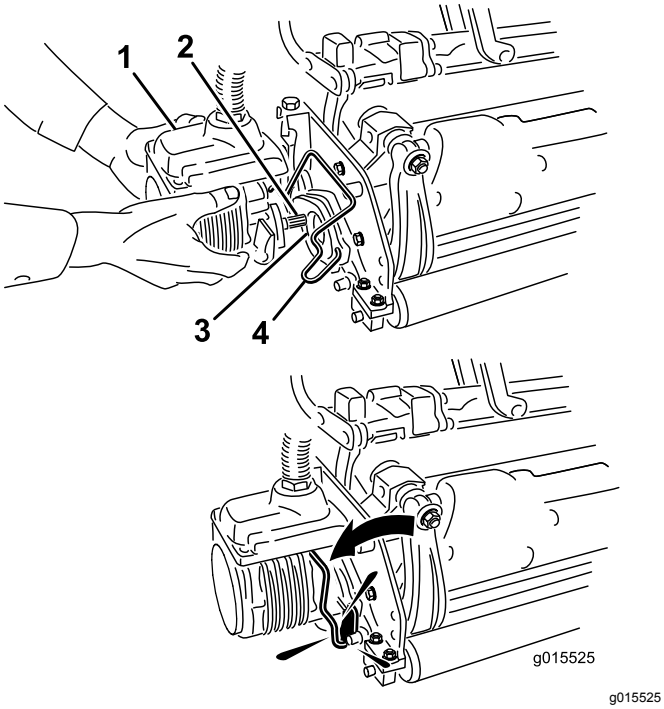

Figure 38
6. Enduisez de graisse propre l'arbre cannelé du moteur de plateau de coupe (Figure 38).
7. Insérez le moteur dans le côté gauche du plateau de coupe (vu de la position de l'utilisateur) et tirez la barre de retenue du moteur située sur le plateau de coupe vers le moteur jusqu'à ce qu'un déclic soit entendu des deux côtés du moteur (Figure 38).